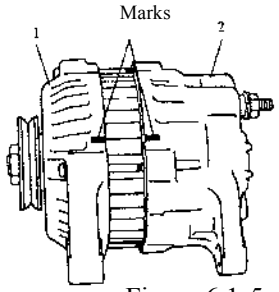

Figure 6.1-5
(1) For convenient assembling, make matching marks according to Figure 6.1-5 before splitting the front and rear casings.